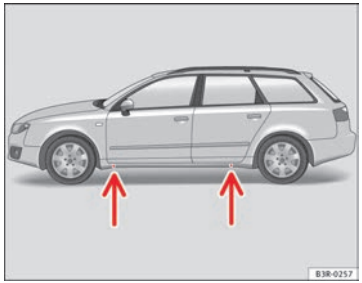

Fig. 194 Changing the wheel: Jack position points
– Position the vehicle jack under the door sill at the **jacking point** closest to the wheel being changed ⇒ fig. 194 -arrows-.
Recesses at the front and rear of the door sills mark the jacking points ⇒ fig. 194 -arrows-. There is only *one* jacking point for each wheel. Do not fit the jack anywhere else.